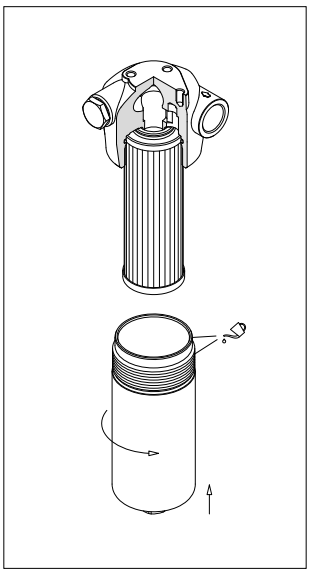

fig. 5
- (Fig. 5) Lubrificare il filetto del contenitore, quindi avvitare il contenitore facendo riferimento alla tabella delle coppie di serraggio al paragrafo 3